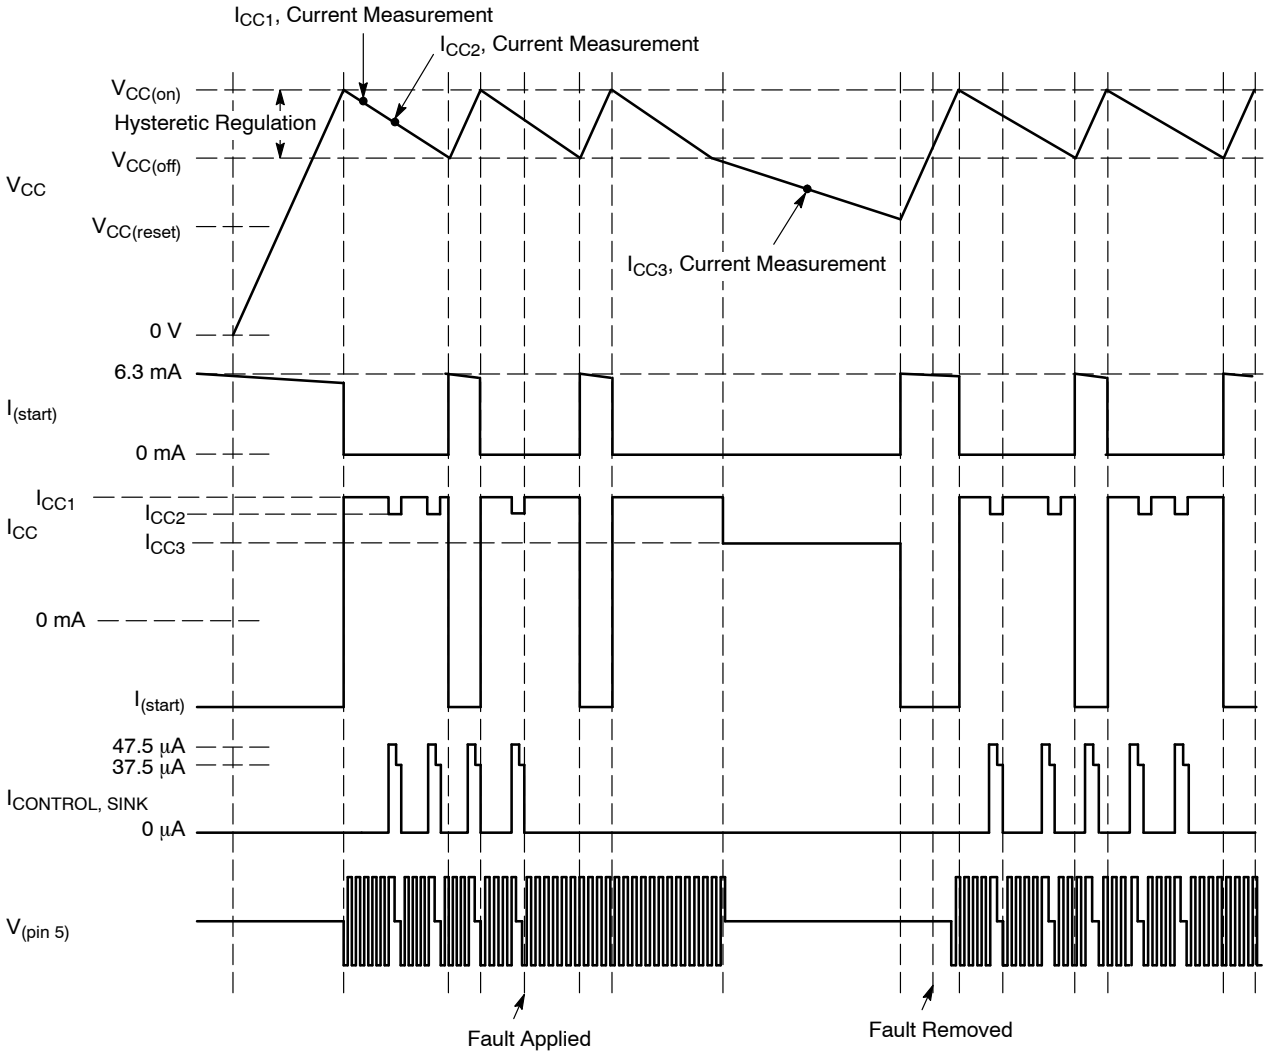

Figure 4. Non−Latching Fault Condition Timing Diagram
10. See Non−Latching Fault Condition Timing Diagram in Figure 4.